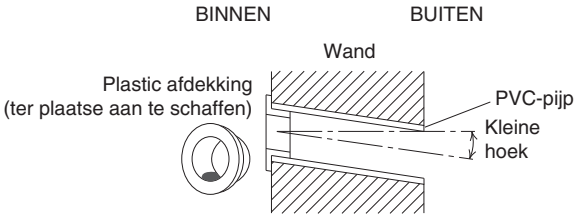

Afb. 3-9
(6) Plaats de plastic afdekking over het uiteinde van de pijp (alleen aan de binnenzijde) en steek de pijp in de wand. (Afb. 3-9)